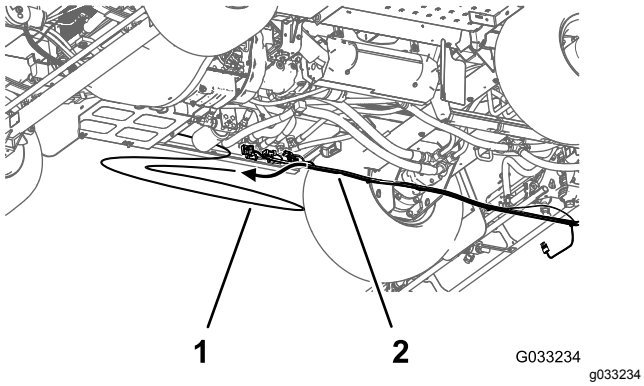

Figuur 42
7. Verwijder de druksensorbuis voor de meter op het dashboard uit de achterste kabelboom van de machine (Figuur 42).